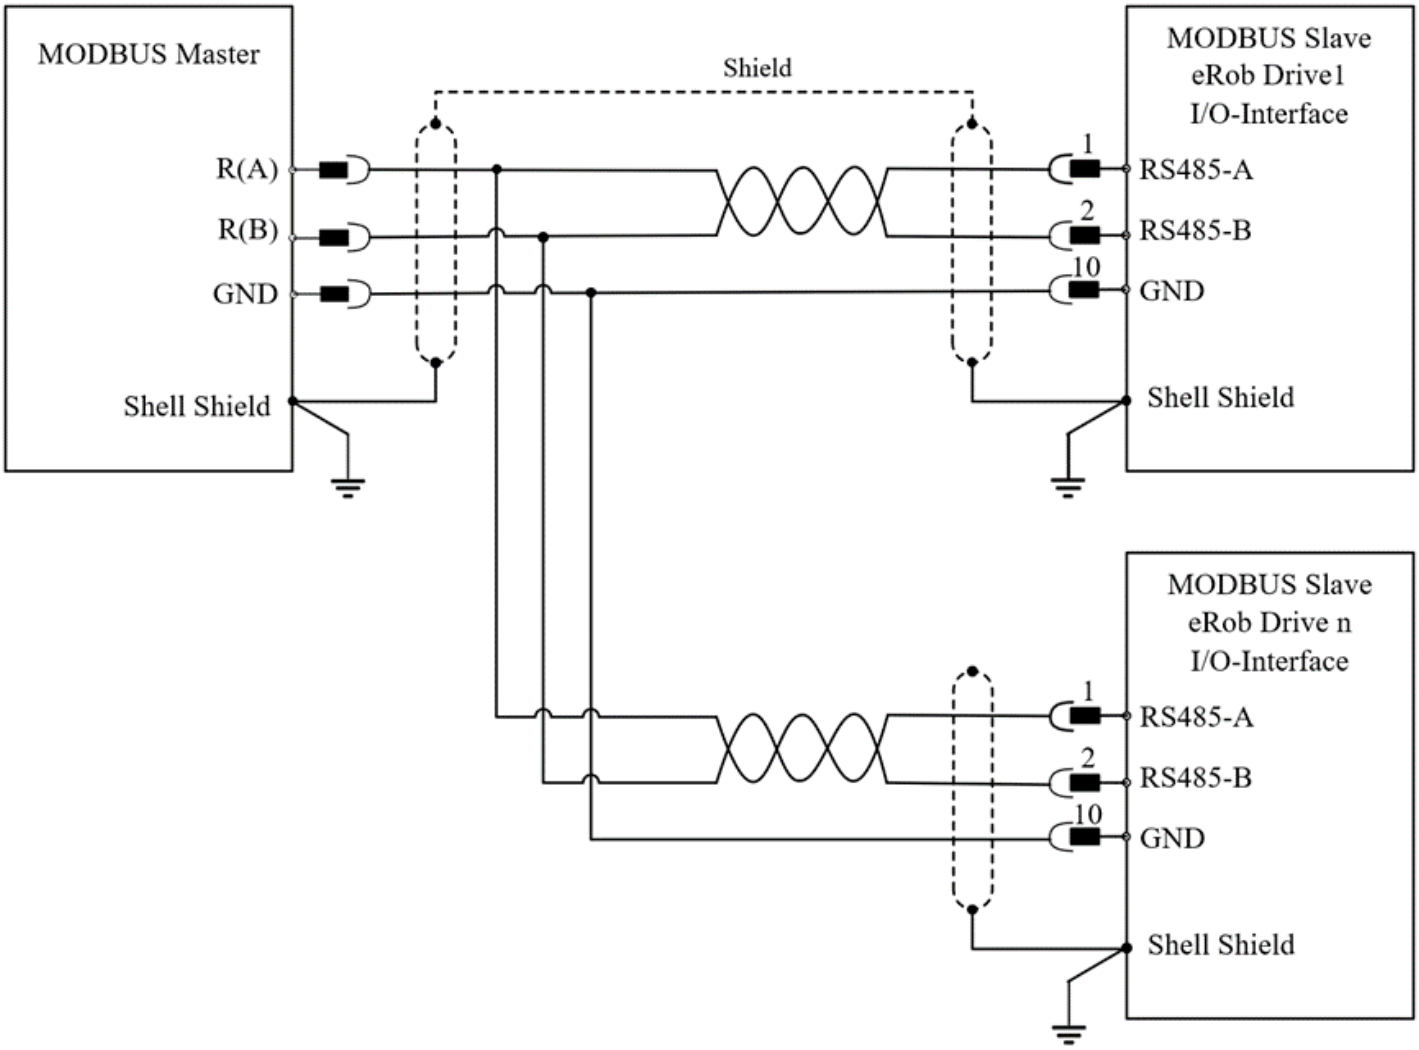

Figure 6-10 Modbus-RTU communication wiring diagram
6.4 Modbus-RTU Communication Wiring Diagram (as shown in Figure 6-10)
The Modbus-RTU communication interface is the RS485 communication interface of the I/O terminal of the eRob rotary actuator. The MODBUS master system and the MODBUS slave system can create a multi-point connection bus network. The wiring diagram is shown in Figure 6-10. For details on the use of the Modbus-RTU communication protocol, please refer to the *eRob Modbus-RTU User Manual*.